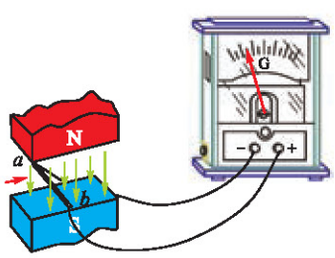

图 1-4-2　闭合电路的部分导体在磁极间左右运动
2. 按图 1-4-2 所示连成电路，图中 G 为电流计，*ab* 为一段直导线，观察导体 *ab* 在匀强磁场中向左和向右运动时电流计指针偏转的方向；然后再将匀强磁场的方向反过来，重复上述过程. 分析磁场方向、导体切割磁感线运动方向和感应电流方向之间的关系.
在图 1-4-2 的情形中，导体 *ab* 向右运动时，回路中的电流沿顺时针方向，在 *ab* 段电流从 *b* 流向 *a*；导线 *ab* 向左运动时，回路中的电流沿逆时针方向，在 *ab* 段电流从 *a* 流向 *b*.